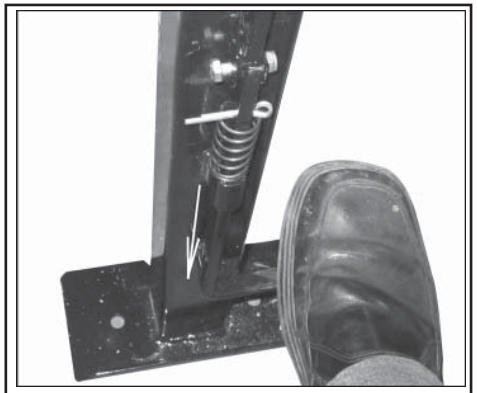
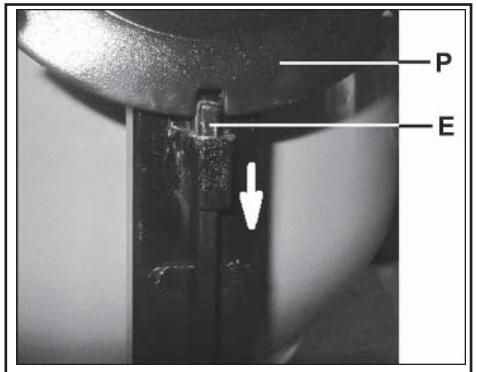

Рис. 11
Рис. 12
7.2. Для поворота барабана бетоносмесителя на выбранный вами угол необходимо, преодолевая усилие пружины, нажать ногой на педаль по направлению стрелки (Рис. 11). Тяга фиксации верхняя (Е) по направлению стрелки выйдет из зацепления диска фиксирующего штурвала (Р) (Рис. 12). С помощью штурвала (Р) поверните на необходимый угол барабан бетоносмесителя, затем совместите паз диска фиксирующего штурвала (Р) с тягой фиксации верхней (Е). После вхождения тяги фиксации верхней (Е) в паз диска фиксирующего штурвала (Р) (Рис. 12) отпустите педаль (Рис. 11).